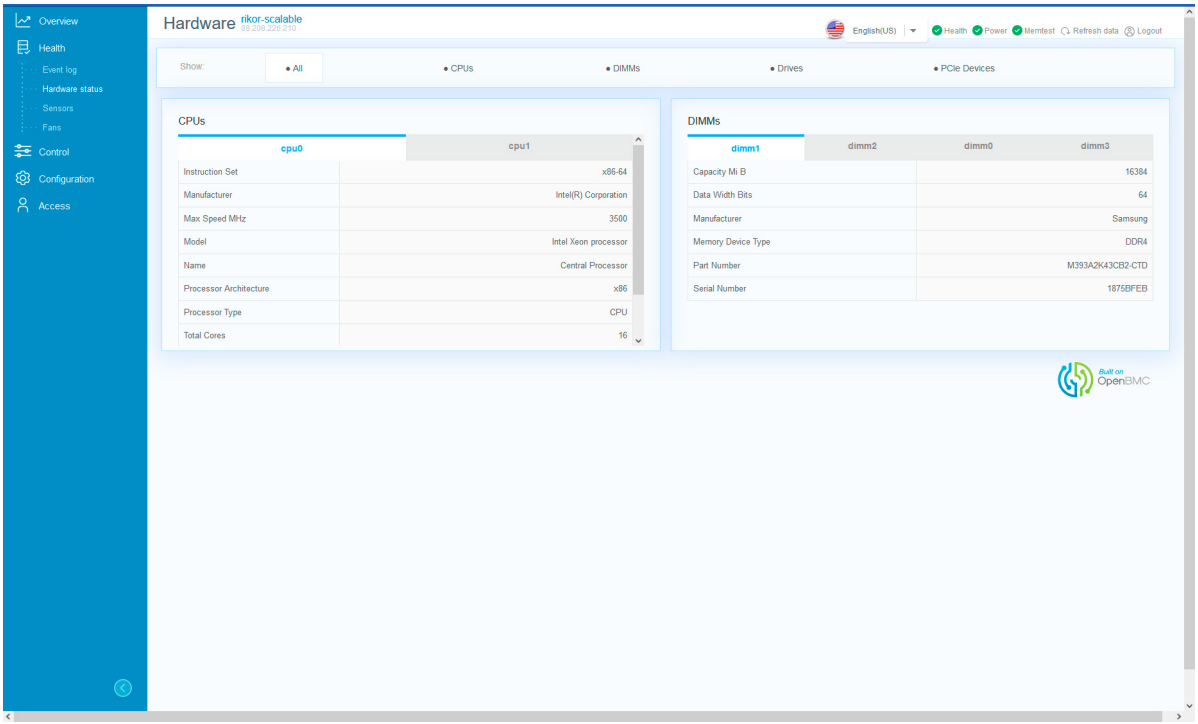

Рис. 72. Окно «Hardware status»
3) Пройдите во вкладку «Health» → «Hardware status» в данной вкладке отображается состояние комплектующих установленных в сервер. В поле «Show» произведите фильтрацию комплектующих для отображения состояния комплектующих. Окно показано на рис. 72 Окно «Hardware status»